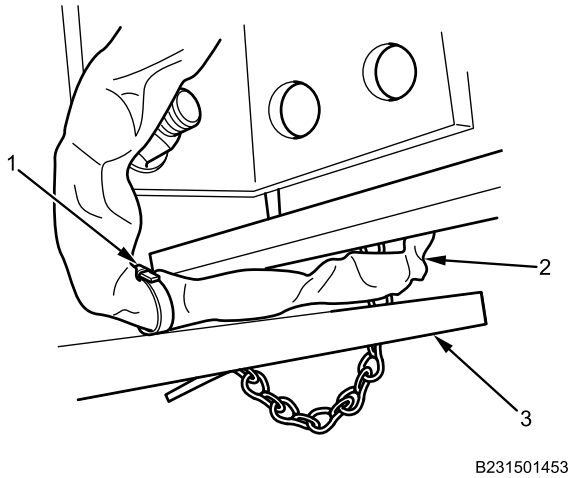

Figure 2. Left Gladhand Cable Tie Location.
3. Cut button-head cable lock straps (Figure 2, Item 1) from gladhand air lines (Figure 2, Item 2). Discard button-head cable lock straps (Figure 2, Item 1).
4. Remove gladhand air lines (Figure 2, Item 2) from rear frame crossmember (Figure 2, Item 3).